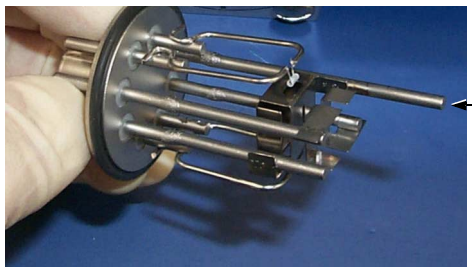
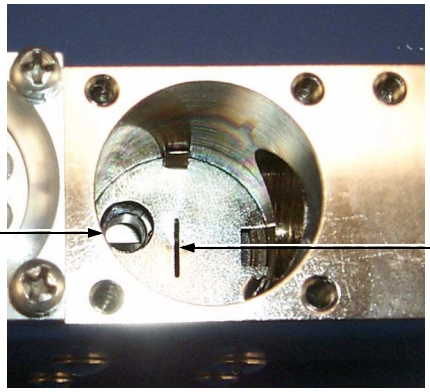

Figure 5-33 Ion Source and Alignment Pin
Figure 5-34 Ion Source Cavity
5. Examine the ion source (Figure 5-33) and cavity (Figure 5-34) for deposits and discoloration.
7. Locate the ground slit plate inside the ion source cavity (Figure 5-34).